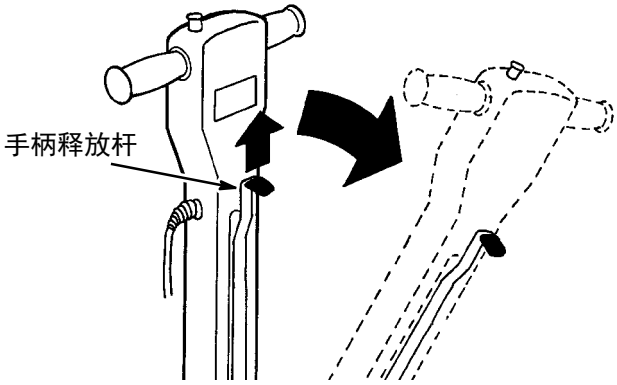

图 4
3. 上拉手柄高度调节杆，将手柄置于合适的操作高度。释放调节杆，固定手柄（图 4）.